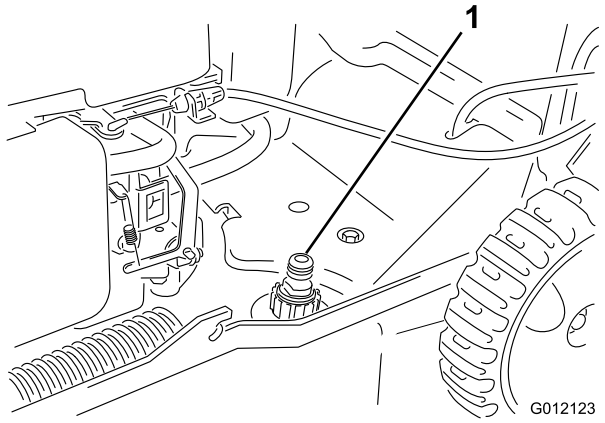

Figur 25
3. Anslut en trädgårdsslang, som är ansluten till en vattenkälla, till tvättanslutningen på klipparkåpan (Figur 25).